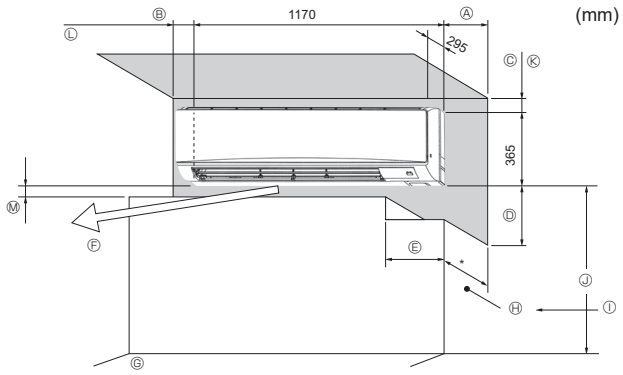

Fig. 2-1
2.1. Dimensões globais (Unidade interior) (Fig. 2-1)